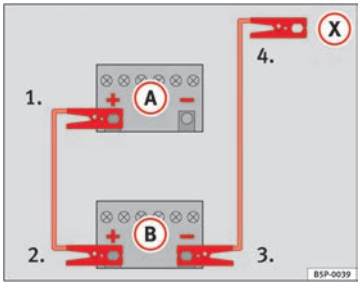

Abb. 214 Anschlussschema für Fahrzeuge ohne Start-Stopp-System.
2. Klemmen Sie ein Ende des *roten* Starthilfekabels an den Pluspol (+) des Fahrzeugs mit der entladenen Fahrzeugbatterie (A) an ⇒ Abb. 214.
3. Klemmen Sie das andere Ende des *roten* Starthilfekabels an den Pluspol (+) des stromgebenden Fahrzeugs (B) an.
4. **Bei Fahrzeugen ohne Start-Stopp-Betrieb:** Klemmen Sie ein Ende des *schwarzen* Starthilfekabels an den Minuspol (−) des stromgebenden Fahrzeugs (B) ⇒ Abb. 214.